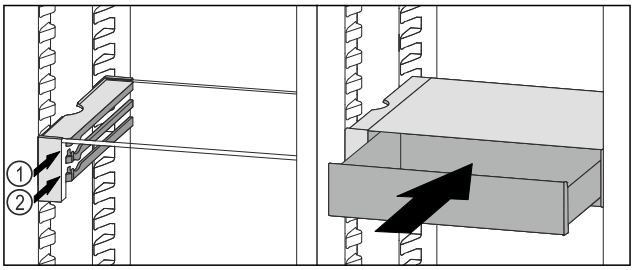

Fig. 130
▶ Așezați sertarul VarioSafe în spatele opritoarelor pe nervura dorită *Fig. 130 (1)* sau *Fig. 130 (2)*.